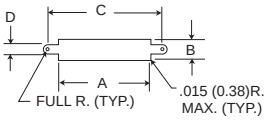
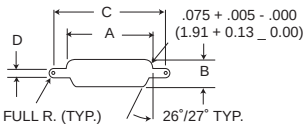

**Figure 1**
**Figure 3**
(see Figures 1 and 3)
2. Front mounting is preferred. However, when rear mounting is necessary, use figure 3 for dimensions.
5. Front mounting (Figure 1) and rear mounting (Figure 3) accommodate #2-56 screws.